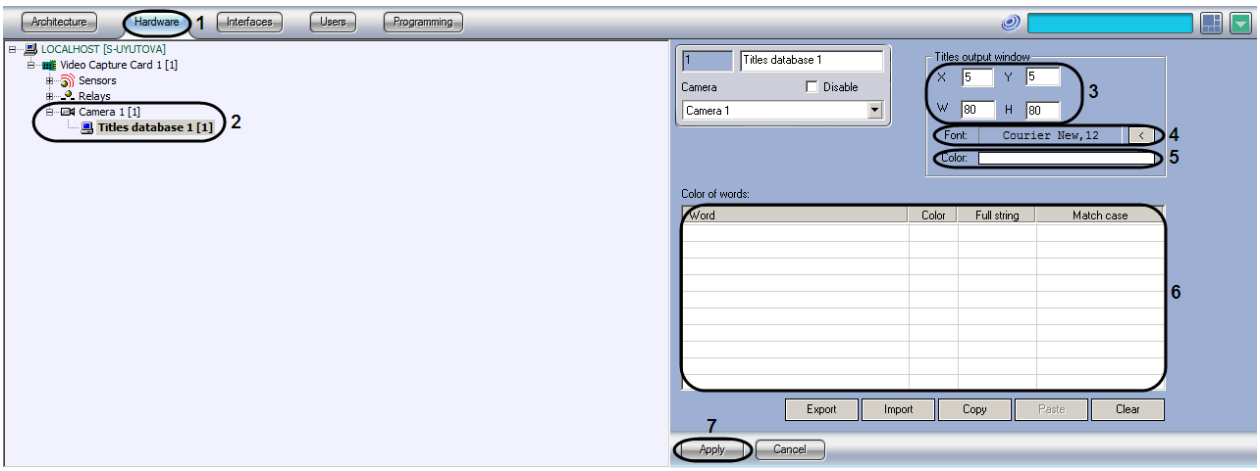

Figure 8.4-80 Configuring the “Titles database” system object
1. Go to the “Hardware” tab of the “System settings” dialog box (Figure 8.4-80, 1)
2. Create the “Titles database” object on the base of the “Camera” object (Figure 8.4-80, 2).
3. Specify the parameters of the titles output window (Figure 8.4-80, 3):
4.1. Click the "<" button (Figure 8.4-80, 4).
4.3. Double left-click the "Color" field (Figure 8.4-80, 5)
5. Specify the parameters for words highlighting (Figure 8.4-80, 6):
6. Click the "Apply" button (Figure 8.4-80, 7)